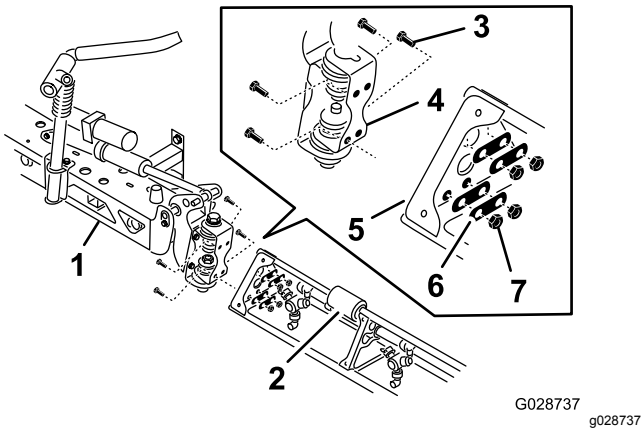

Figur 30
2. Roter hver svingbrakett på enden av den midtre bomseksjonen slik at brakettene er innrettet vertikalt (Figur 30).
4. Monter hengselplaten på den trekantede platen ved hjelp av de fire flenshodeboltene, fire bakplatene og fire flenshodemutterne du fjernet i trinn 1, som vist i Figur 30.
6. Rett inn stangenden på bomløftesylinderen med hullene i hornet på svingbraketten (Figur 30).
7. Fest stangenden til svingbraketten med en splittpinne og en hårnålssplint (Figur 30).